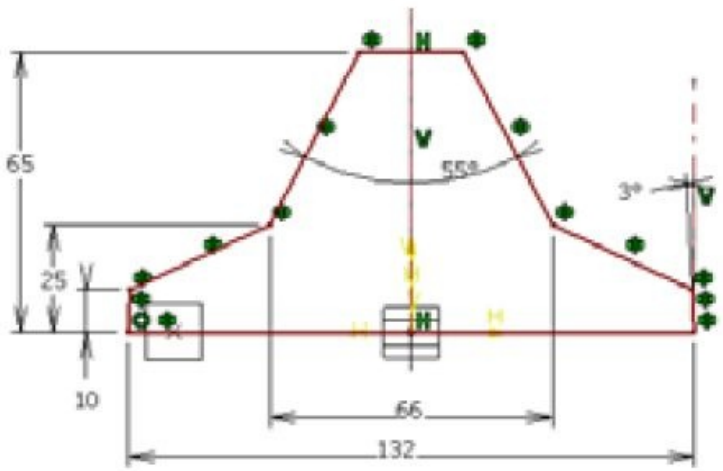
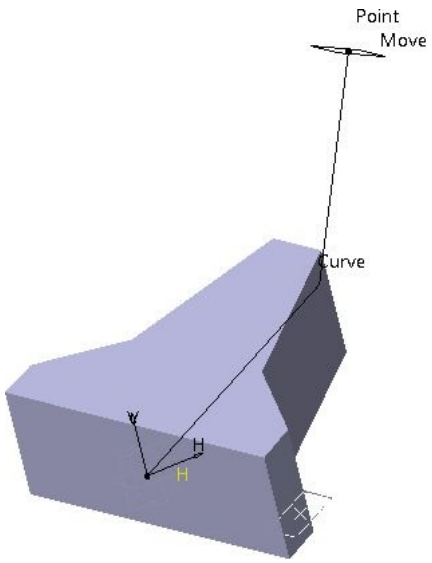

Figure 6-82 *Sketch of the base feature*
Figure 6-84 *Reference line and the endpoint to be selected*
b. Create the second feature of the model by extruding a sketch using the **Drafted Fillet Pad** tool, refer to Figures 6-84 through 6-87.
5. Invoke the **Sketcher** workbench after selecting the newly created plane as the sketching plane and draw the sketch of the base feature, as shown in Figure 6-82.
The second feature of this model is a drafted extruded feature created using the **Drafted Filleted Pad** tool. In this feature, you will draw the sketch on a plane normal to the reference line, as shown in Figure 6-84, and then extrude the sketch.
2. Now, select the reference line of the reference sketch as the curve, refer to Figure 6-82, and then select the upper endpoint of the same line as the point on which the plane will be created, refer to Figure 6-84; the preview of the plane is displayed in the geometry area, as shown in Figure 6-84.